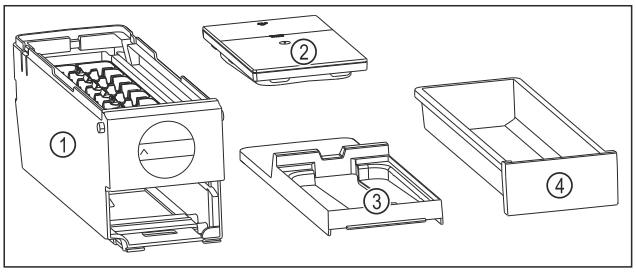

Fig. 165 Components of the EasyTwist-Ice
▷ EasyTwist-Ice is disassembled in four parts. (see Fig. 165)
▶ Only disassemble the EasyTwist-Ice into the illustrated components. (see Fig. 165)
▶ Clean the EasyTwist-Ice body *Fig. 165 (1)* as a complete unit.